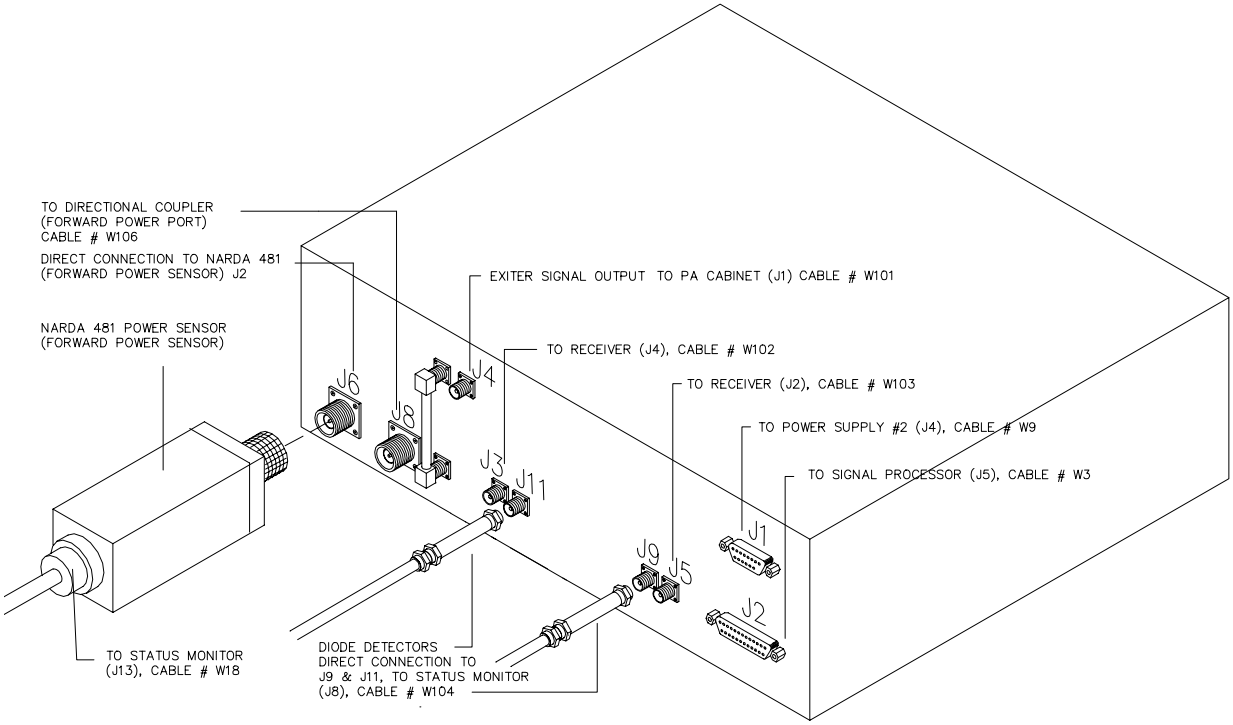

Figure 4-3 RF Generator Rear Panel
4. Remove plugs P1 and P2 from connectors J1 and J2 on the rear panel of the RF Generator by depressing the clips on either side of the plugs (see Figure 4-3).
The Narda 481 Forward Power Sensor is attached to port J6 of the RF Generator (see Figure 4-3). The sensor monitors the forward power at port J8, which is directly connected to the forward power port of the Directional Coupler in the Beam Steering Unit Cabinet. The sensor converts RF energy to a proportional DC voltage that can be measured by the SSM A/D convertor.
4. Disconnect the Forward Power Sensor by unscrewing and removing the type "N" connector from port J6 on the RF Generator back panel (see Figure 4-3).